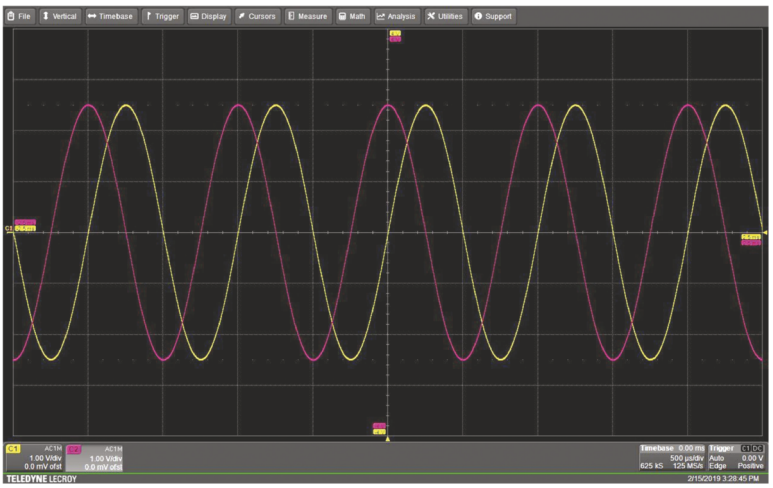

**FIGURE 2.43** (Step 20) Two sine waves out of phase by 90°, or $\pi/4$ radians, just as sine and cosine functions differ by $\pi/4$ radians. ⏎
20. **Measuring phase.** Select **Start Phase** on the WG for either of the channels and change the phase across a wide range. See Fig. 2.43. *Phase* is the time difference between two waveforms of the same frequency expressed as a fraction of a period in degrees or radians. One period is 360° or 2π radians. This will be discussed in depth in Chapters 3 and 5. Select a phase of 90°. Does it look like sine and cosine functions? It should. Explain using a simple trig identity.